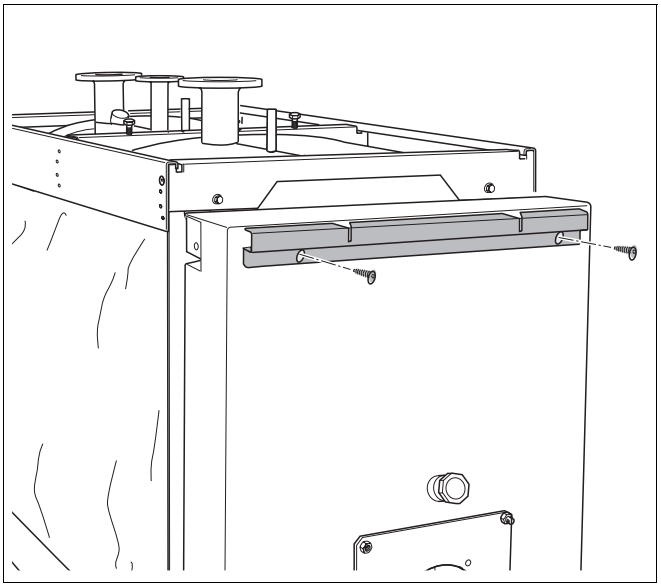

Fig. 26 Fissaggio della traversa
- Fissare la traversa alla caldaia con 2 viti M5×10 (fig. 26).